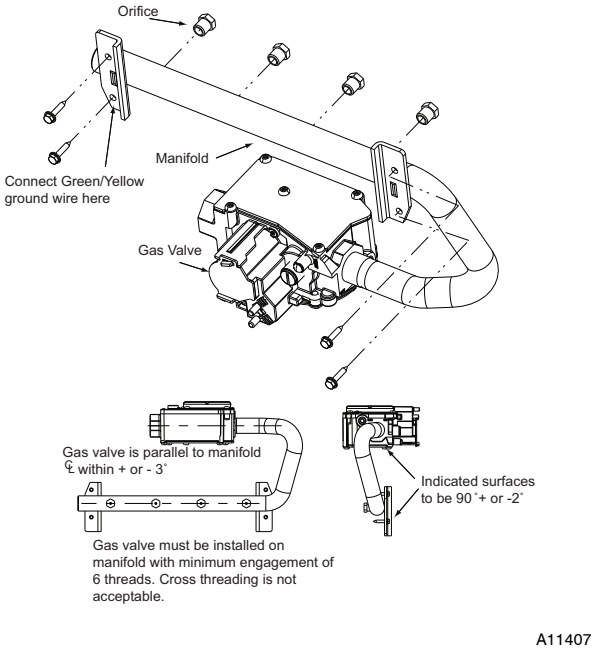

**Fig. 4 - Manifold Assembly**
9. Note the location of the green/yellow wire ground wire for re-assembly later. (See Fig. 4)
11. Install new convertible gas valve to manifold. (See Fig. 4)
1. Refer to Fig. 4 and 5.
4. Attach the green/yellow wire and ground terminal to one of the manifold mounting screws. (See Fig. 4)
1. Install main burner orifices. Do not use PTFE thread-seal tape. Finger-tighten orifices at least one full turn to prevent cross-threading, then tighten with wrench. (See Fig. 4)